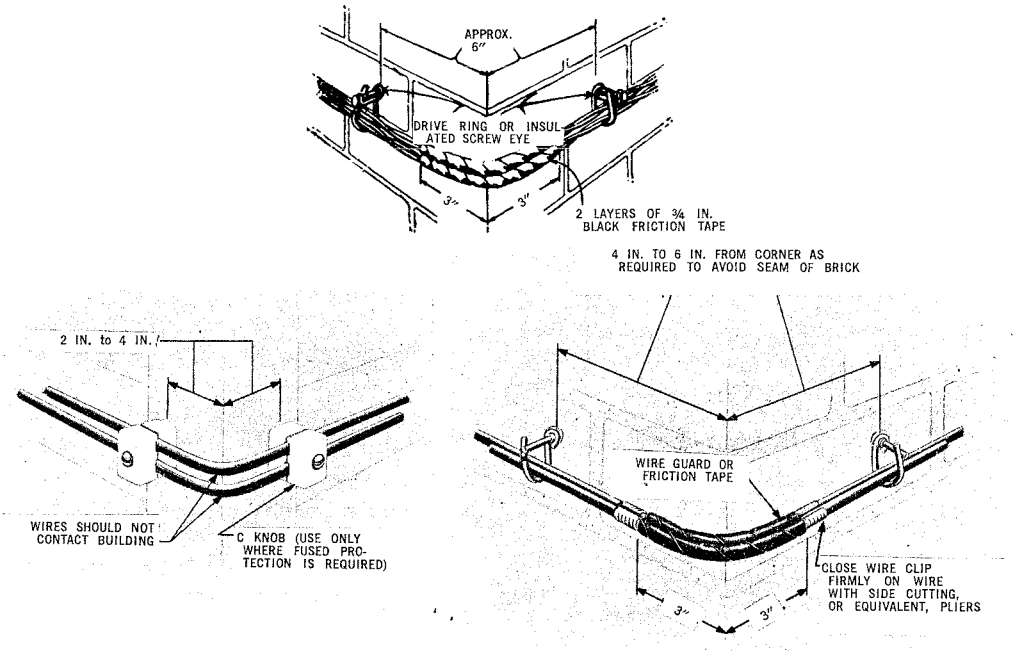

Fig. 2 — Intermediate Building Attachments at Outside Corners
11.02 Typical drop and block wire runs using a variety of attachments are shown in Fig. 2 through 5.